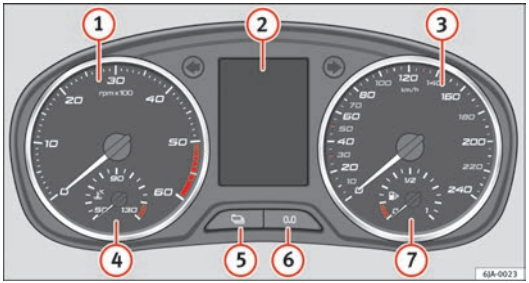

Fig. 31 General instrument panel
The red part of the rev counter scale (1) ⇒ Fig. 31 ⇒ page 57 marks the zone where the engine control unit begins to limit the engine speed. The engine control unit is responsible for reducing the revs to a safe limit.
The coolant temperature gauge (4) ⇒ Fig. 31 ⇒ page 57 only works when the ignition is switched on.
The fuel gauge (7) ⇒ Fig. 31 ⇒ page 57 operates only when the ignition is switched on.
In order to reset the daily distance covered keep the button (6) ⇒ Fig. 31 ⇒ page 57 pressed down.
The number of kilometres (miles) or time remaining until the service inspection can always be displayed when the ignition is switched on by pressing the button (5) ⇒ Fig. 31 ⇒ page 57.
The service intervals display can be reset by pressing the button, (6) ⇒ Fig. 31 ⇒ page 57. ▶
The clock is set using the buttons (5) to (6) ⇒ Fig. 31 ⇒ page 57.